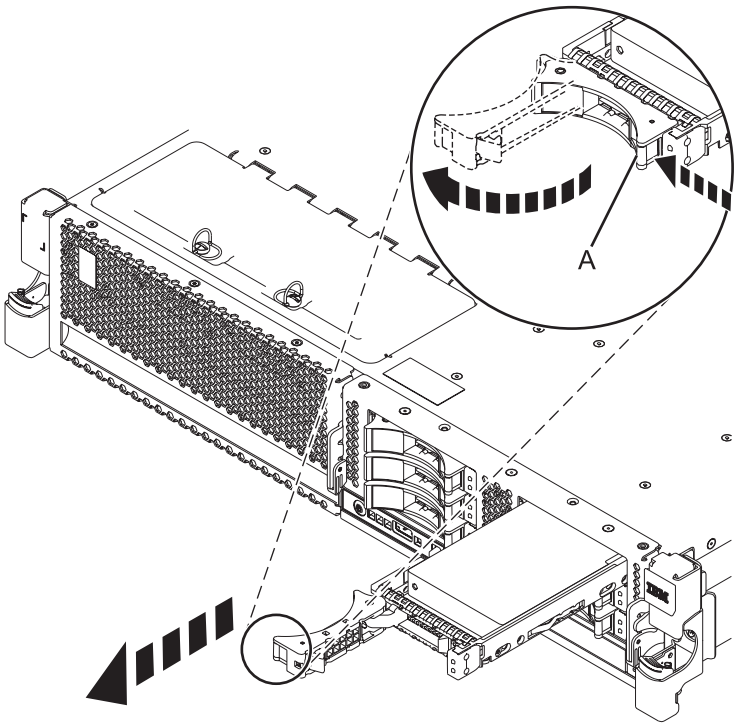

Figure 12. Retrait de l'unité de disque du fond de panier
2) Placez une main sous l'unité de disques et tirez avec précaution l'unité de disques du système, comme indiqué dans la figure 12.